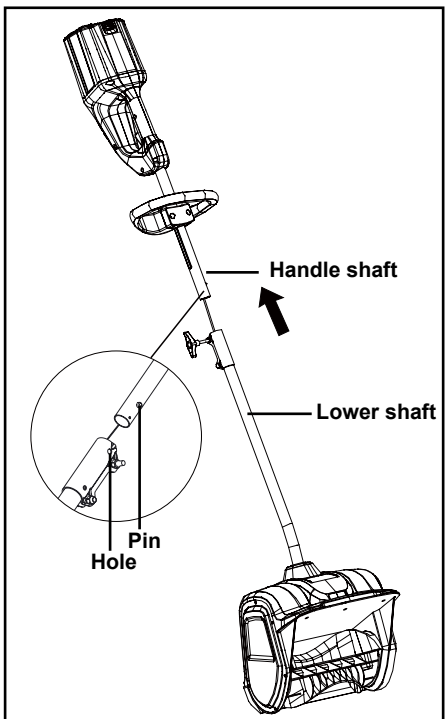

Fig. 2
• Align the pin on the handle shaft and the hole on the lower shaft. (Fig. 2).